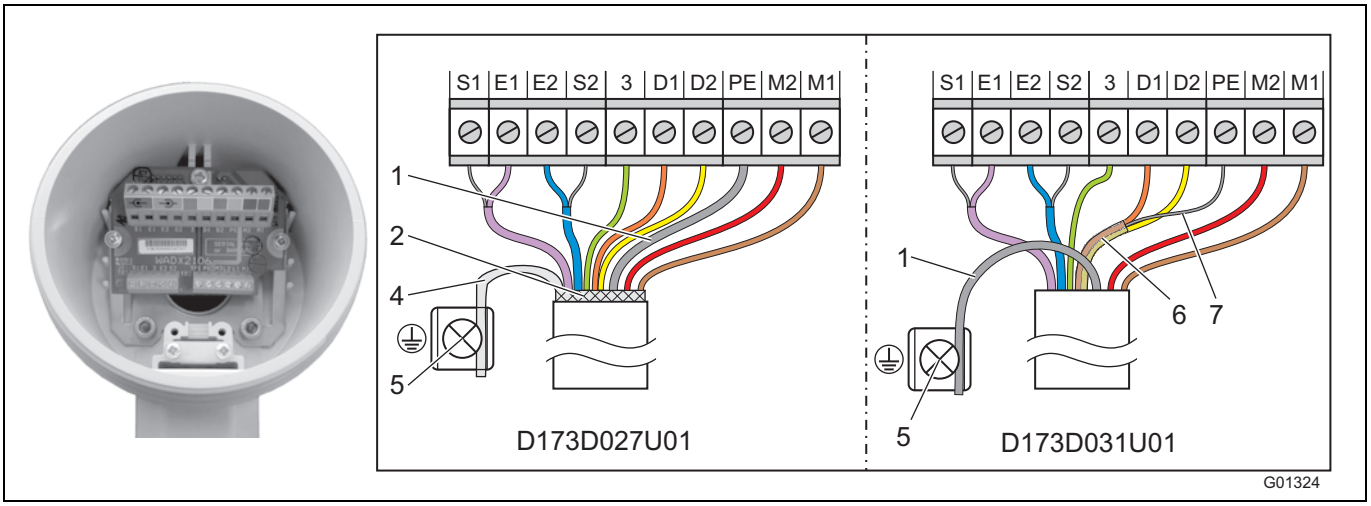

Fig. 34
Anslut mätvärdessensorsidans kabelände så som visas i Fig. 34.
- Anslut alla andra ådrar som som visas i Fig. 34.